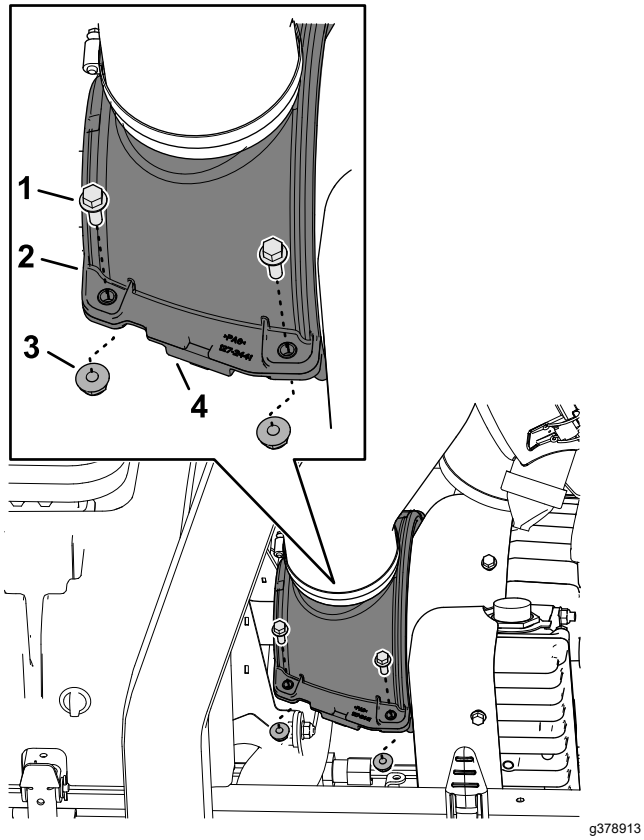

Figur 66
1. Ta bort de fyra flänshuvudskruvarna och de fyra flänslåsmuttrarna som håller fast de övre och nedre kylluftshöljena för generatorn (Figur 66).